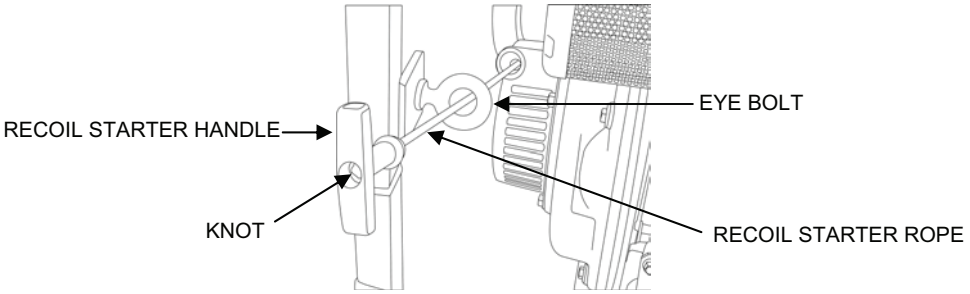

Figure 2. Recoil Starter Rope Removal / Installation from / into Rope Guide.
3. Pull the recoil starter rope out a little, secure the rope, slip the handle down the rope and untie or cut off the knot at the end of the rope (see Figure 2).
9. Pull the recoil starter rope out past the skid frame, secure the rope, slip the handle down the rope and untie or cut off the knot at the end of the rope (see Figure 2).